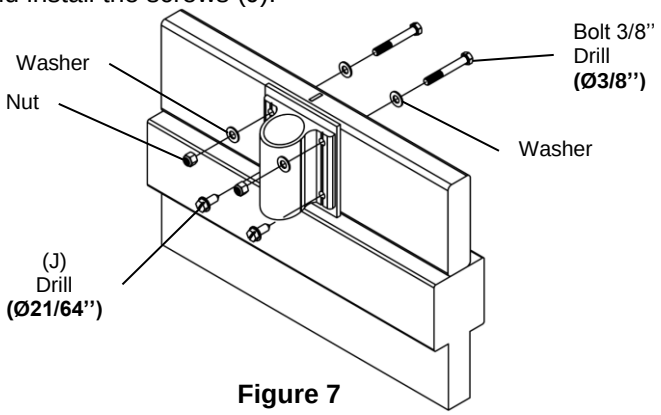

Figure 7
4. **Figure 7.** Drill the upper 2 holes through the aluminum plate and the wood beam.
6. Drill the bottom 2 holes and install the screws (J).